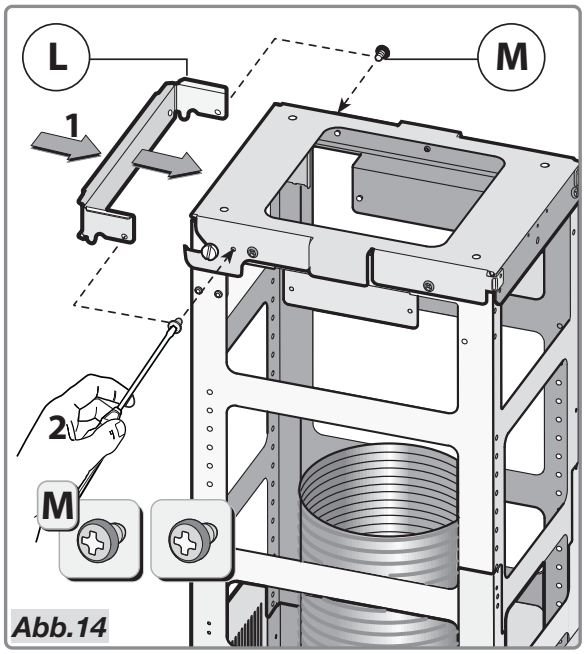

Abb.14
- Befestigen Sie den Sicherheitsbügel **L** endgültig mit den zwei Schrauben **M** an der ausziehbaren Konstruktion; siehe Abb.14 – Schritte 1-2.